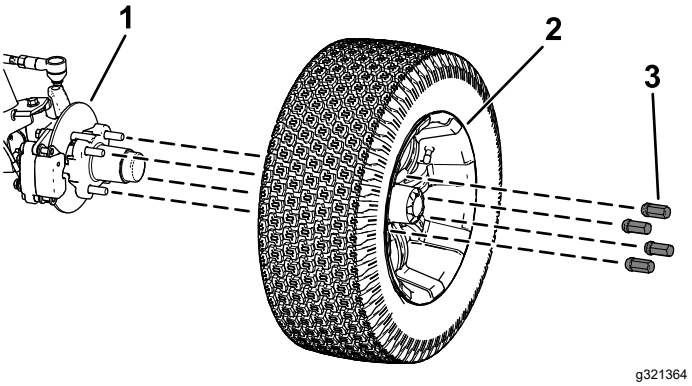

Figur 34
2. Ta bort de fyra hjulmuttrar som håller fast hjulet vid navet (Figur 34).
4. Rikta in hålen i hjulet med tapparna i navet, och montera hjulet på navet med ventilskaftet utåt (Figur 34).
5. Fäst hjulet vid navet med hjulmuttrarna (Figur 34).